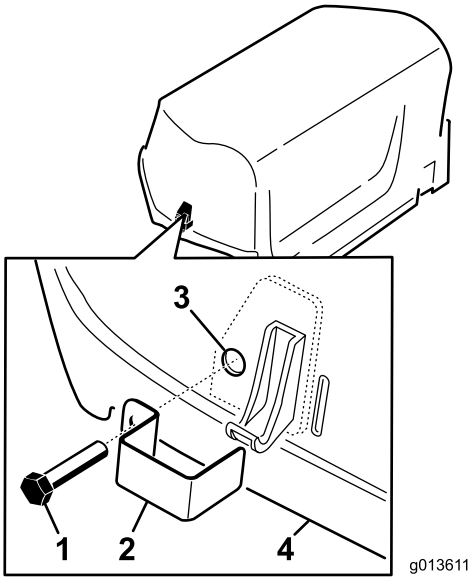

Figur 7
1. Installer en smekklås over venstre og høyre panserlås med en trykkbolt (to til sammen) (Figur 7).
2. Bruk en nebbtang eller justerbar skiftenøkkel til å tre en intern låseskive inn på hver bolt (1-2 gjenger) for å feste bolten (Figur 7).